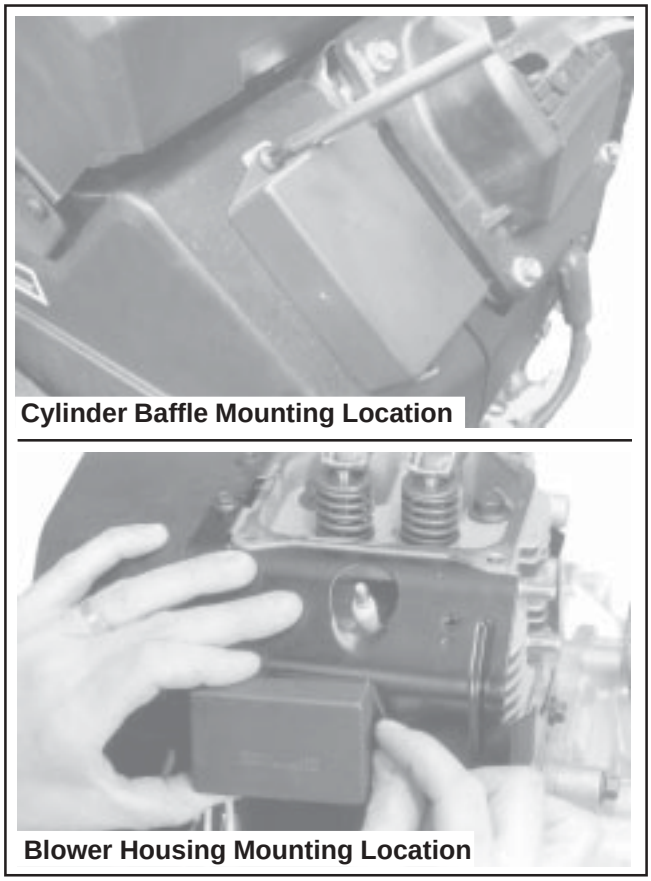

Figure 11-72. Reinstalling SAM Module.
1. On engines with SMART-SPARK™, reinstall the SAM module to the blower housing or cylinder baffle. Do not overtighten the retaining screws. See Figure 11-72.